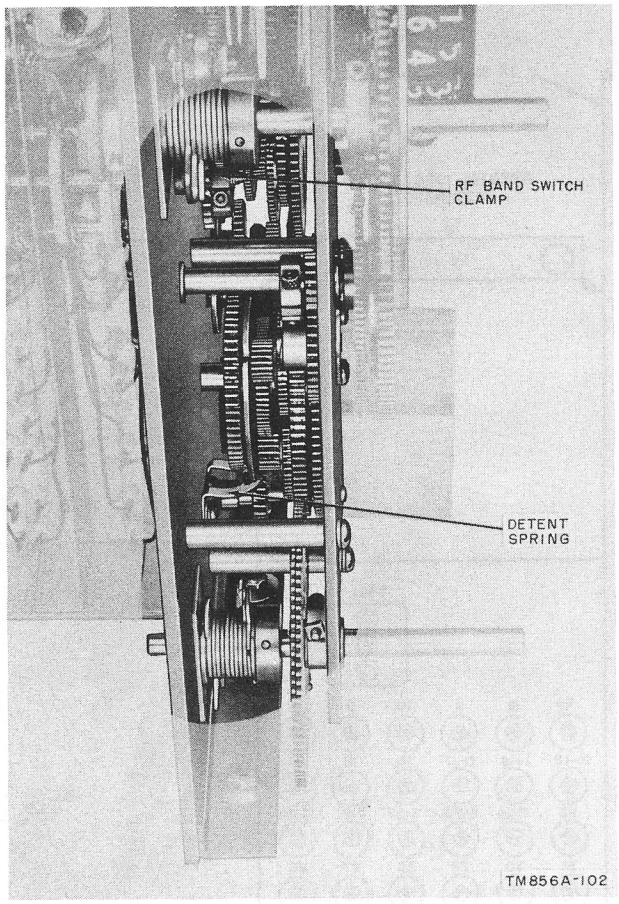

Figure 88. Location of rf band switch shaft clamp and detent spring.
(4) Remove the rf subchassis (par. 123).
(5) Loosen the rf band switch clamp (fig. 88) and turn the shaft by hand until the rotors on the rf switches are centered on the 4- to 8-mc switch position contacts. Tighten the clamp after adjustment. Correct positioning of the rf band switch can be determined as in (1) and (2) above.
(6) Check the rf band switch overtravel as follows: as the MEGACYCLE CHANGE control shaft is turned through the detent position which switches the 4- to 8-mc contacts, the switch rotor contacts have a tendency to *follow* the rotary motion slightly as the MEGACYCLE CHANGE shaft is continued through its rotation. This condition is permissible if the contact overtravel is the same amount for both directions of rotation of the MEGACYCLE CHANGE shaft. Check this condition by turning the MEGACYCLE CHANGE shaft both clockwise and counterclockwise through the detent position which connects the 4- to 8-mc contacts. If the overtravel is not as specified, adjust as follows: